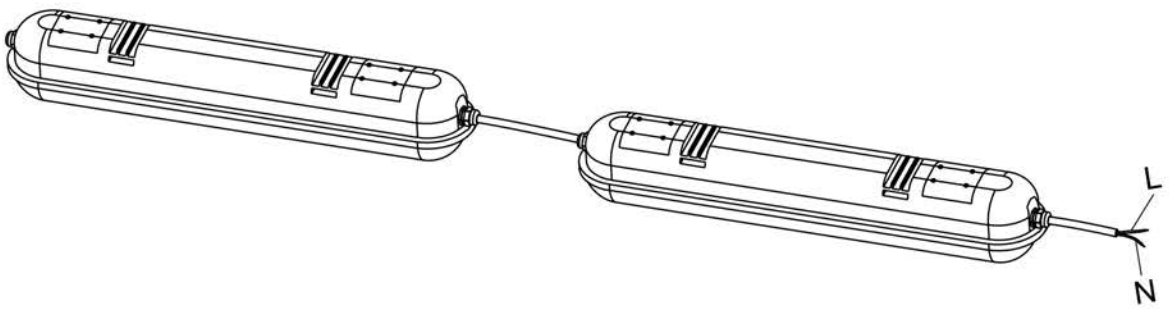

Рисунок 5
5.7 Конструкция светильников предусматривает шлейфовое соединение светильников в ряд (рисунок 5). Максимальное количество подключаемых светильников: ДСП 1421, ДСП 1424 – 30 штук, ДСП 1422, ДСП 1422А, ДСП 1425, ДСП 1425А – 15 штук, ДСП 1423, ДСП 1426 – 12 штук.